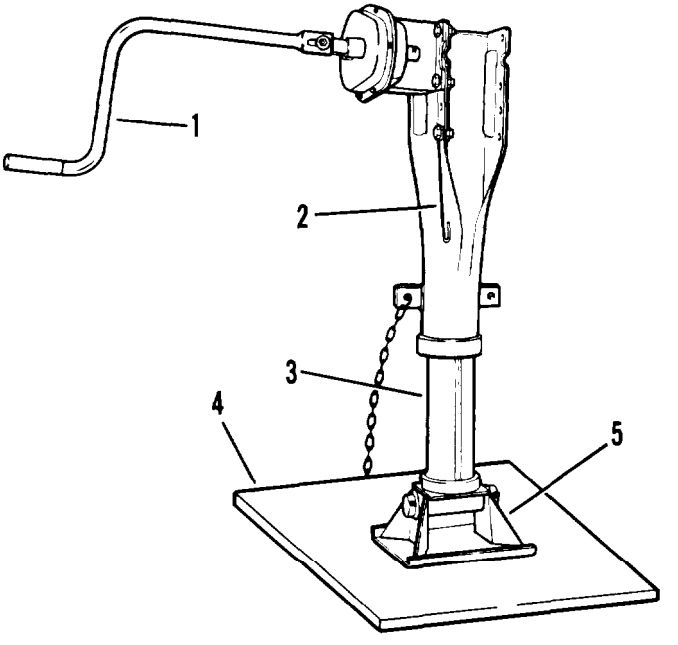

Figure 2-21. Lowering landing gear
(1) Unhook crank (1, figure 2-21) from crank holder (2).
(2) Raise the crank (1).